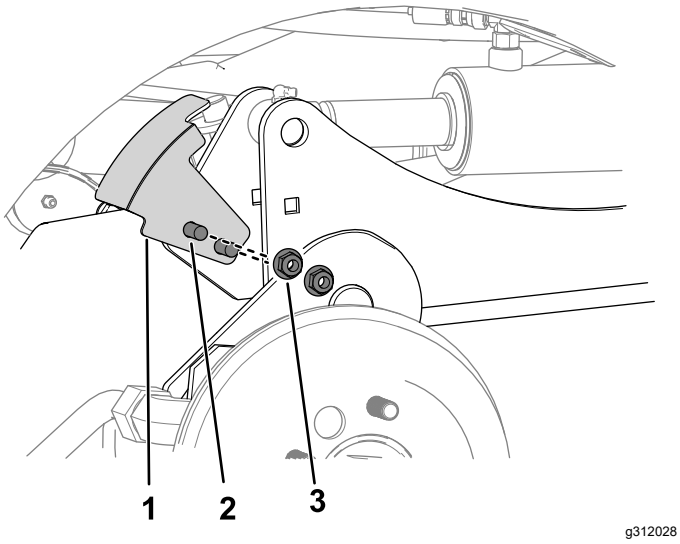

**Figura 7**
5. Utilizzate 2 bulloni a testa tonda e 2 dadi (⅜") per fissare la staffa del sensore al braccio di sollevamento destro (Figura 7).